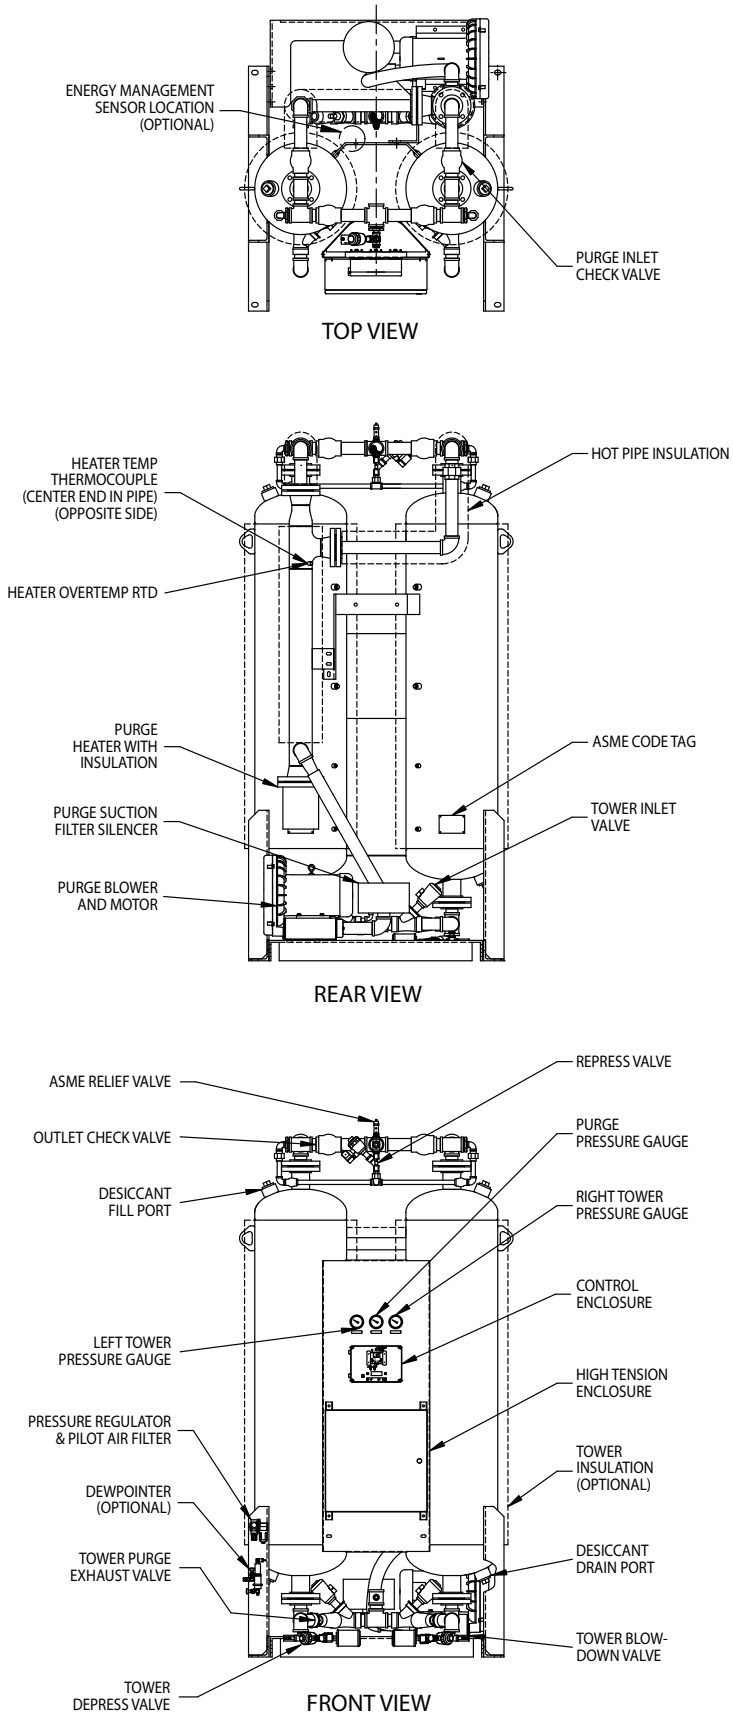

Figure 3
2. Remove the pipe plug or fill port flange cover (where applicable) from the desiccant fill port at the top of each tower. Refer to Figure 3 for the fill port location.